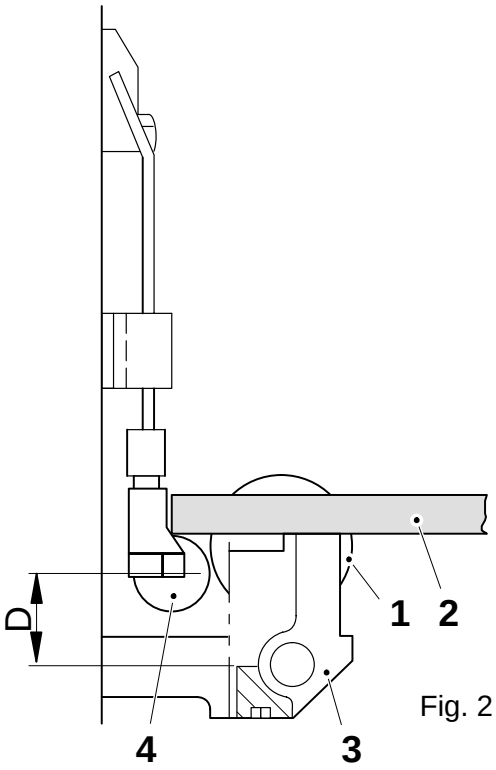

Fig. 2
Set the height D by holding slide callipers (2) or similar measuring tool on the bracket of the counter roller (1), see fig. 2.